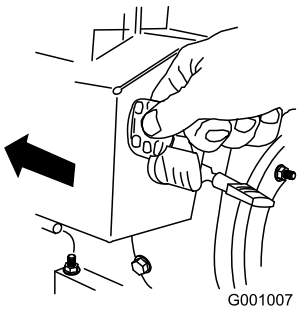

Figur 23
5. Sätt i tändningsnyckeln (Figur 23).